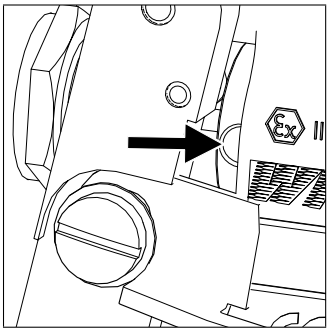
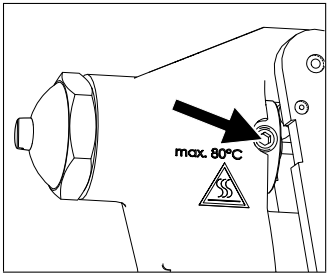

Rys. 15: Otwór w tulei prowadzącej
Rys. 16: Wkręt bez łba
1. Dostarczony sześciokątny klucz imbusowy włożyć w jeden z otworów w tulei prowadzącej (patrz Rys. 15).
2. Tuleję przekręcić w taki sposób, żeby wkręt bez łba znalazł się w szczelinie między dźwignią spustową a korpusem pistoletu (patrz. Rys. 16).
3. Dostarczony sześciokątny klucz imbusowy włożyć w jeden z otworów w tulei prowadzącej (patrz Rys. 15 na stronie 38).
6. Na dźwigni spustowej ustawić luz 2-3 mm (Rozdział 6.3 na stronie 38, Rys. 15 i Rys. 16).
9. Tuleję prowadzącą przekręcić w taki sposób, żeby wkręt bez łba znalazł się w wycięciu korpusu pistoletu (Rys. 16 na stronie 38).
5. Na dźwigni spustowej ustawić luz 2-3 mm (patrz Rys. 15 i Rys. 16 na stronie 38).
1. Dostarczony sześciokątny klucz imbusowy włożyć w jeden z otworów w tulei prowadzącej (patrz Rys. 15 na stronie 38).
2. Tuleję przekręcić w taki sposób, żeby wkręt bez łba znalazł się w wycięciu korpusu pistoletu (patrz Rys. 16 na stronie 38).